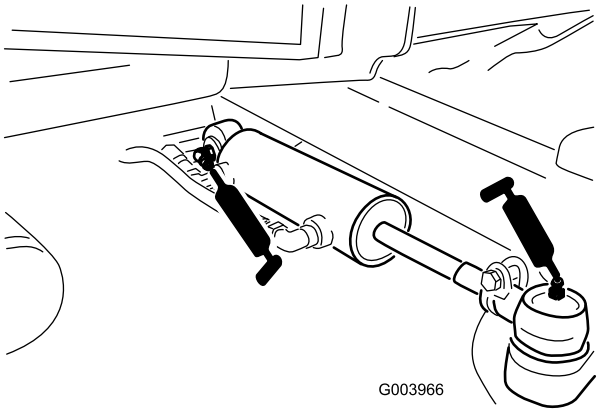

**Figura 50**
- Rótulas del cilindro de dirección (2) (Figura 50)